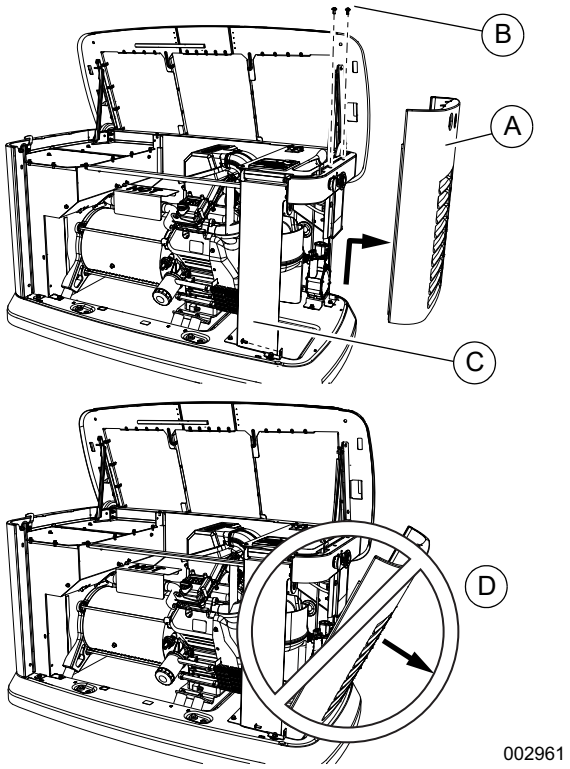

Figure 3-3. Intake Side Panel Removal
See ***Figure 3-3***. Intake side panel (A) must be removed to access battery compartment, fuel regulator, and sediment trap.
2. Use a hex key to remove two mounting screws (B) and L-bracket screw (C).